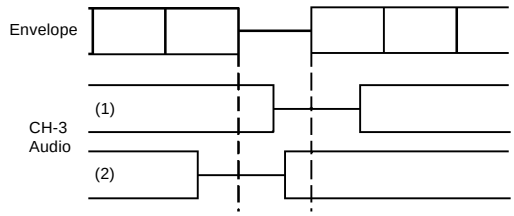

Fig. 2-3
1. Confirm and adjust the height of the Reel Disk. **(Refer to item 1-1)**
2. Confirm and adjust the position of the Tension Post. **(Refer to item 1-2)**
3. Adjust the Guide Roller. **(Refer to item 2-1)**
4. Confirm and adjust the Audio/Control Head. **(Refer to item 2-2)**
8. Set the X Value adjustment driver **(JG153)** to the ④ of **Fig. 2-2-B**. Adjust X value so that the envelope waveform output becomes maximum. Check if the relation between Audio and Envelope waveform becomes (1) or (2) of **Fig. 2-3**.